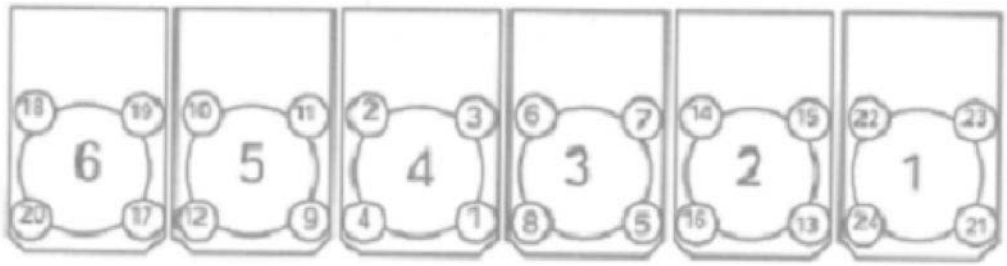

Рис. 1-2 Последовательность закручивания основного болта и дополнительной гайки головки цилиндра
b) Затянуть основные болты в последовательности согласно Рис. 1-2 до 200^{+10}_{0} Н•м, и сделать отметку на болте.
c) В последовательности согласно Рис. 1-2, повернуть основные болты еще раз на 90°, и снова сделать отметки.
d) В последовательности согласно Рис. 1-2, поворачивать основные болты на 90°, пока затяжка не достигнет 240 ~ 340 Н•м.